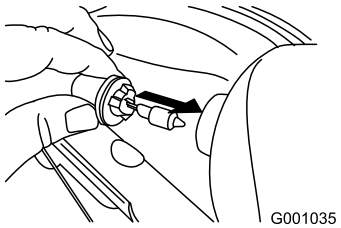

Figur 58
4. Sätt i en ny lampa på strålkastarens baksida (Figur 58).